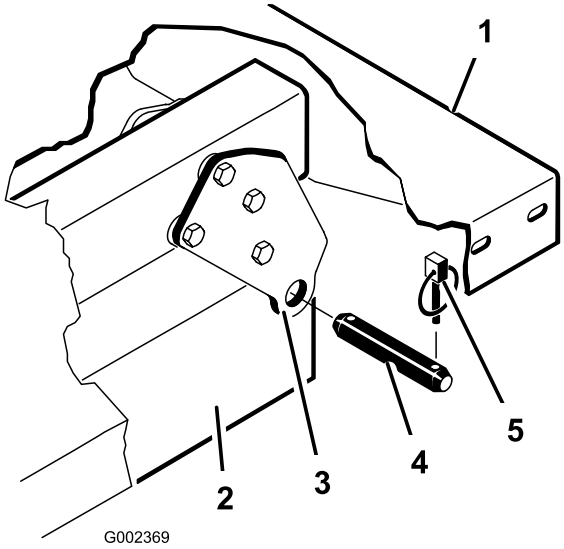

Figur 4
3. Fjern splittpinnene som fester sylinderstaget til planmonteringsplatene, ved å skyve pinnene innover (Figur 4).
4. Fjern orepinnene og splittpinnene som fester svingbrakettene til rammen (Figur 4).